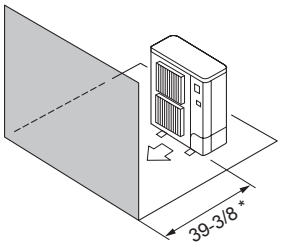

Fig. 3-8
④ Obstáculos sólo en la parte delantera (Fig. 3-8)